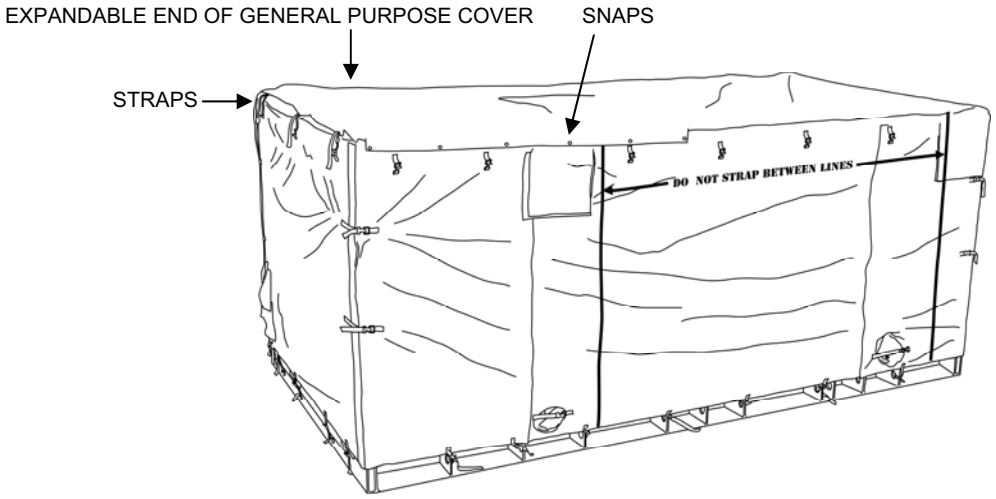

Figure 4. General Purpose Cover Straps and Snaps Over the Operator Station.
1. If the general purpose cover is installed over the TWPS unit, unfasten the straps (three at one end) and snaps (six in front and six in back) around the expandable end of the cover above the operator station roof (Figure 4).